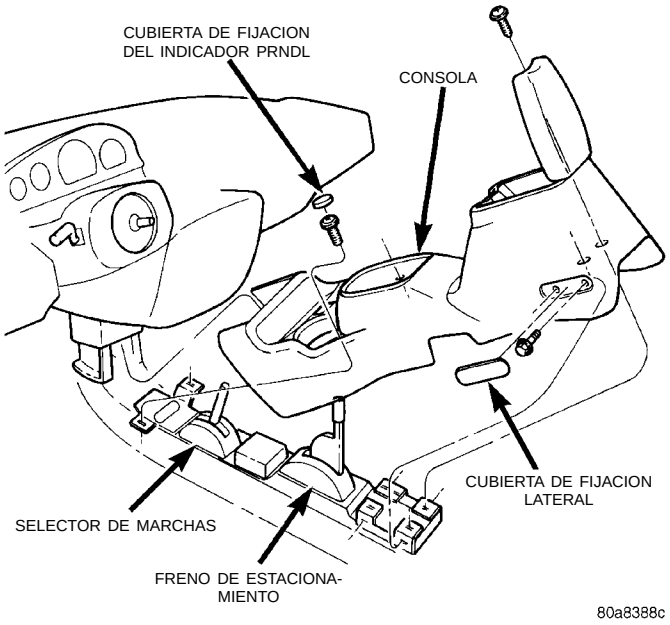

Fig. 53 Consola de suelo
(1) Aplique totalmente el freno de estacionamiento.
(2) Retire los tapones que cubren los tornillos justo detrás de los portavasos.
(3) Retire los tornillos que sujetan la consola al soporte del suelo justo detrás de los portavasos (Fig. 53).
(4) Abra la tapa del compartimiento de almacenamiento de la consola, si está equipado.
(5) Retire los tapones que cubren los tornillos cerca de la parte posterior de la consola, si el vehículo está equipado con consola sin reposabrazos.
(6) Retire los tornillos que sujetan la consola al soporte del suelo.
(7) Quite las cubiertas de fijacion laterales, si están equipadas (Fig. 53).
(8) Retire los tornillos laterales que sujetan la parte trasera de la consola al soporte del suelo, si está equipada.
(9) Retire el pomo de la palanca de cambios, si el vehículo está equipado con transmisión manual.
(10) Levante la consola por encima del selector de marchas y la empuñadura del freno de estacionamiento.
(11) Separe la consola del vehículo.